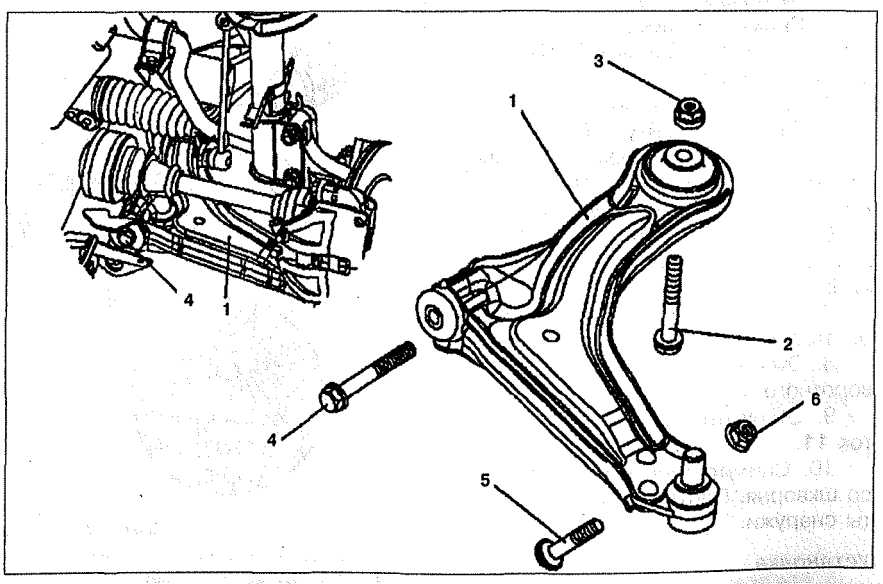

Рис. 7.3. Нижний рычаг подвески (автомобили с двигателями 111.948, 601.970 и 611.980):
2. Открутите болт **4** крепления нижнего рычага к подрамнику двигателя (см.рис.7.3).